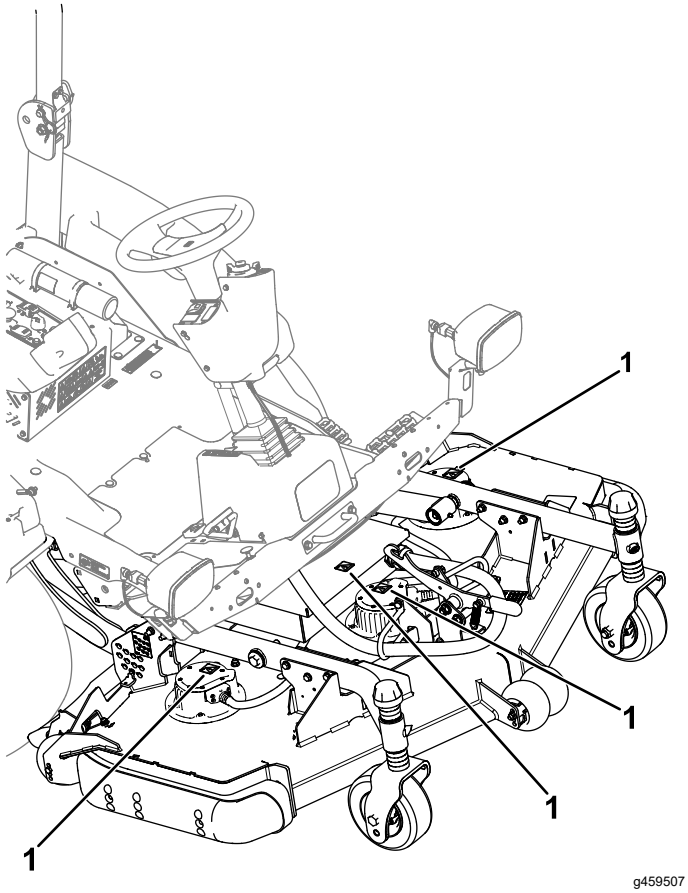

Figur 39
- Klippeenhedens motorer (Figur 39)
- Klippeenhedens styringsdæksel (Figur 39)